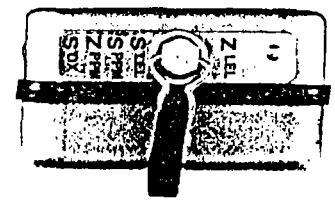

Figure 3.
5.1 Switching ON the instrument (see Figure 3)
5.2 Switching OFF the Instrument (see Figure 3)